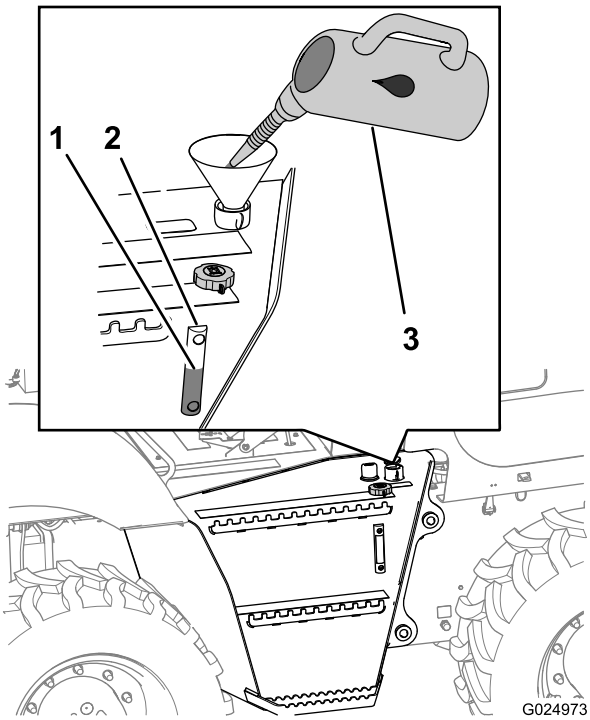

Figure 108
1. Remplissez le réservoir du liquide hydraulique spécifié jusqu'à ce que le niveau atteigne le centre du regard (Figure 108).
3. Remettez le bouchon de remplissage en place (Figure 108).